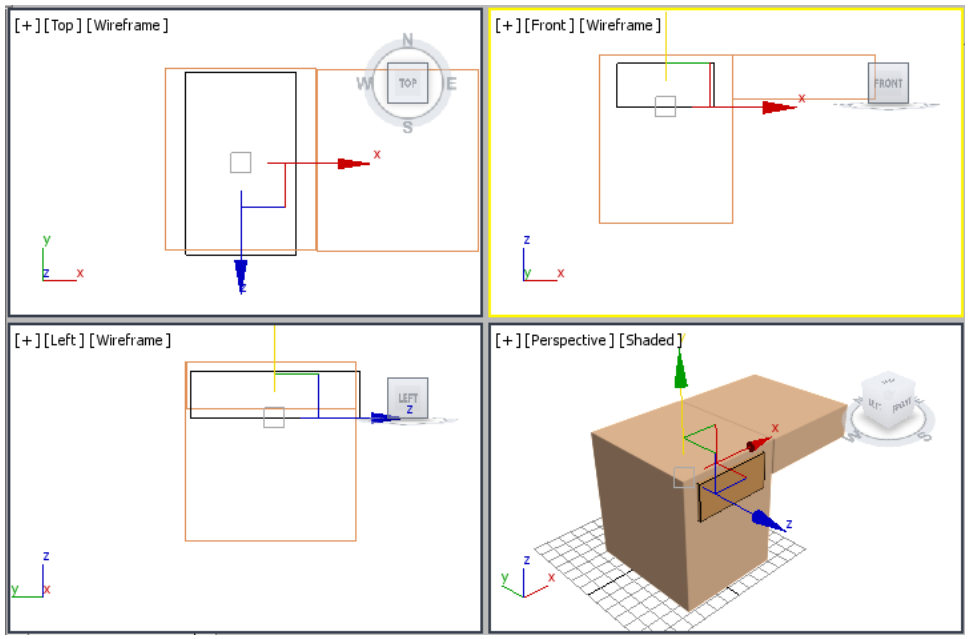

Figure 2-50 *Alignment of drawer001 with left box*
4. Align *drawer001* with *left box* in viewports using the **Select and Move** tool, as shown in Figure 2-50.